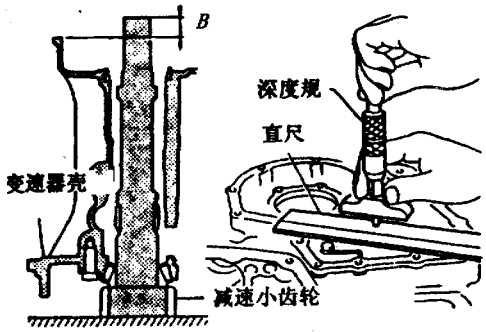

图9-7-5 测量B值
②如图9-7-5所示，测量减速齿轮端和变速器壳之间的尺寸B值，至少测量两处，取平均值。